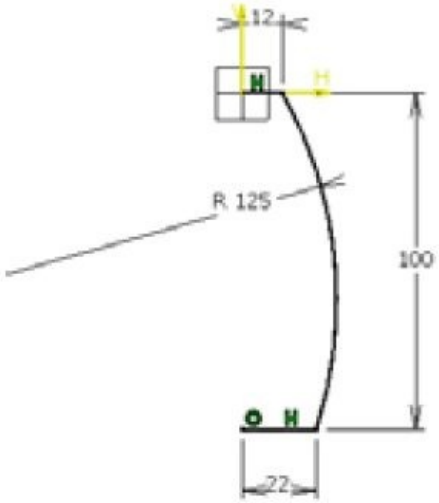

Figure 11-70 *Sketch of the base surface*
a. Start a new file in the **Wireframe and Surface Design** workbench and create the base surface of the model by extruding the sketch drawn on the zx plane, refer to Figures 11-70 and 11-71.
2. Draw the sketch of the base surface, as shown in Figure 11-70, and exit the **Sketcher** workbench.